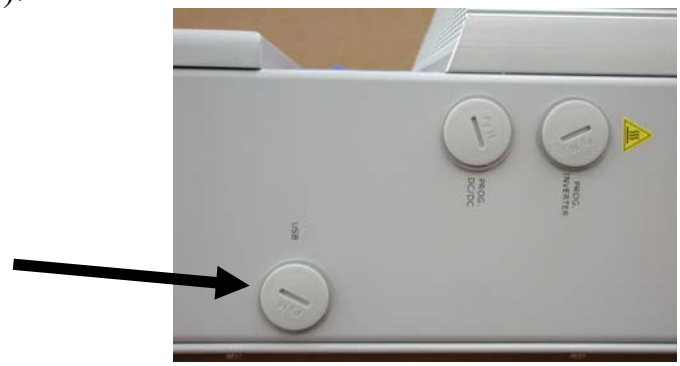

**Fig.17 - USB Port**
- Data transmission via USB cable. This type of connection is typically used when monitoring a single inverter and for maintenance purposes. To connect the USB cable, remove the waterproof plug at the bottom end of the inverter right wall (see Fig.17).